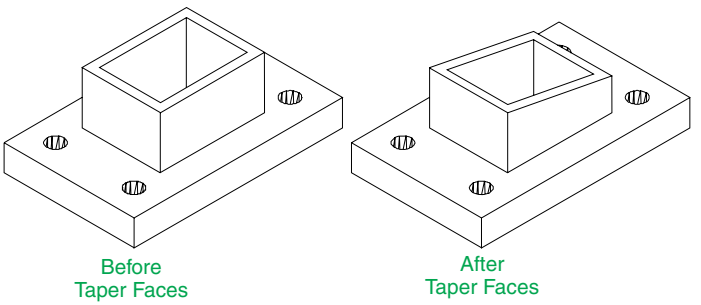

Fig. 18.12 Fifth example – **Taper faces tool**
Fifth example – Taper faces tool (Fig. 18.12)
1. Construct the 3D model as in the left-hand drawing of Fig. 18.12. Place in the **3D Navigate/Southwest Isometric** view.
And the selected face tapers as indicated in the right-hand drawing (Fig. 18.12).